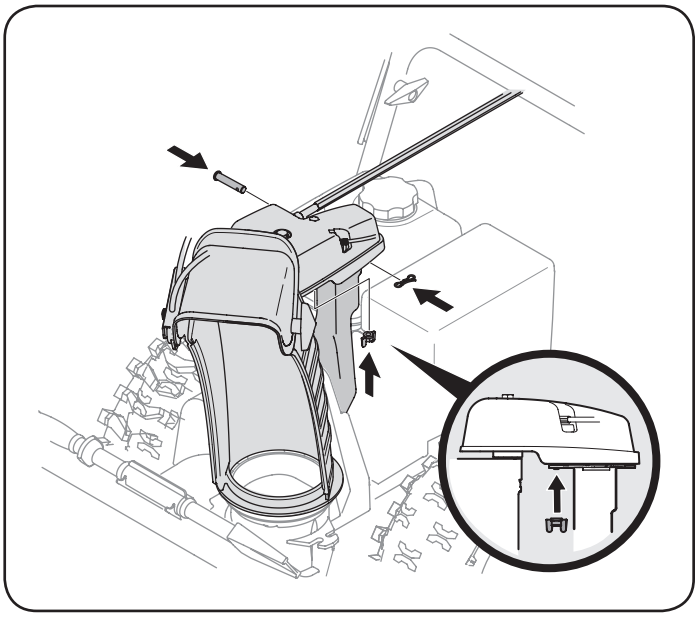

Figura 9
9. Termine asegurando el cabezal de control del canal a la ménsula de soporte del canal con la tuerca de mariposa y el pasador de horquilla y el pasador de chaveta con unión curva retirados en el Paso 2. Vea la figura 9.